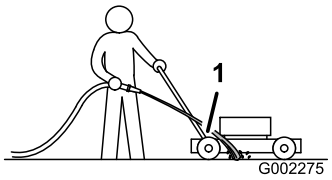

**Figuur 29**
3. Houd de tuinslang ter hoogte van de handgreep en richt de waterstraal op de grond, net vóór het rechter achterwiel (Figuur 29).